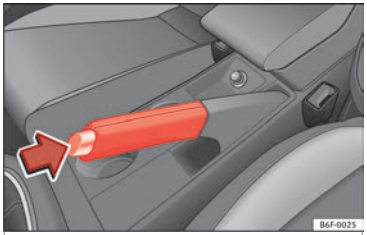

Fig. 178 Handbrake between the front seats.
– Pull the handbrake lever up firmly **»» Fig. 178**.
– Pull the lever up slightly and press the release knob in the direction of the arrow **»» Fig. 178** and guide the handbrake lever down fully **»» ⚠**.